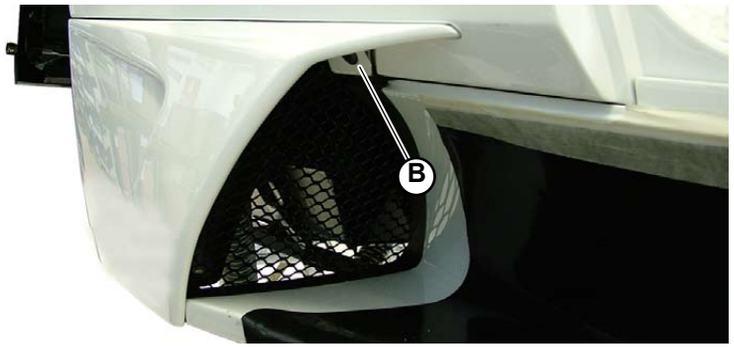

Fig.7
2. Unscrew the screw (**B-Fig.7**) securing the rear part of the side member to the side member itself.